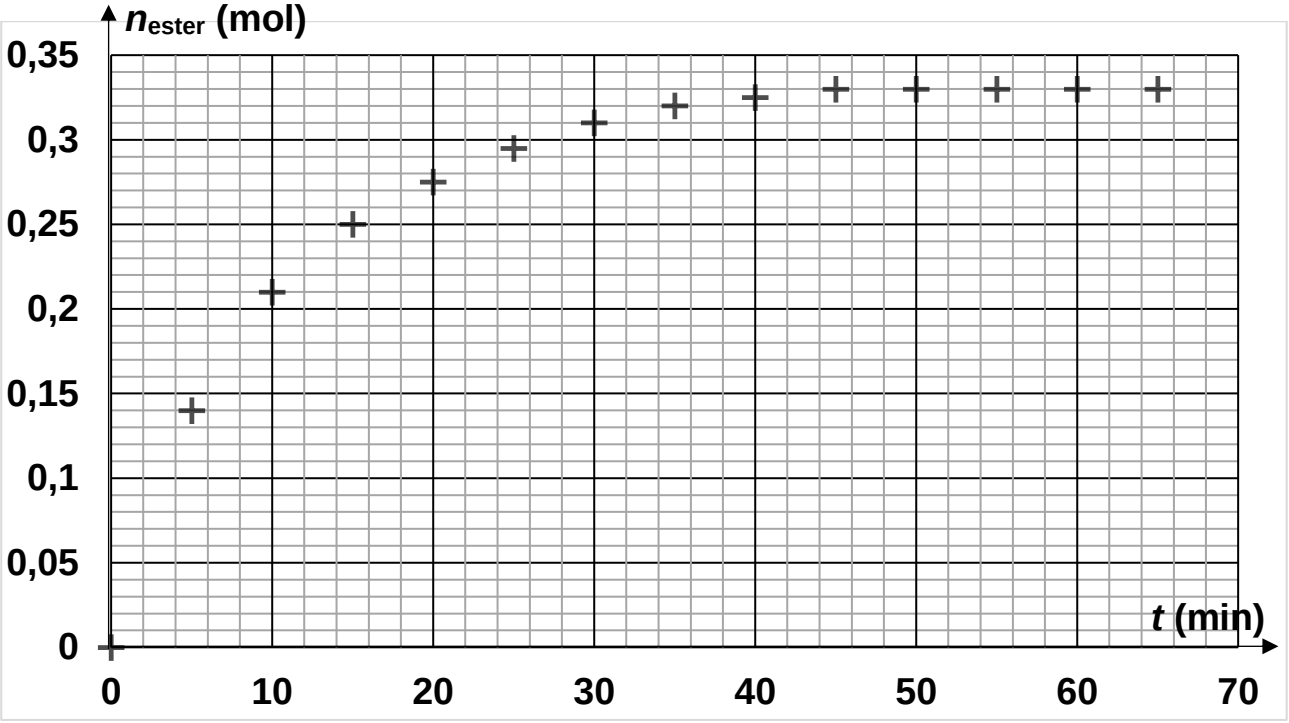

Figure 2 : Évolution de la quantité de matière d'ester formé au cours du temps
- Tracer l'évolution de la quantité de matière n_{ester} produite en fonction du temps. Le graphique obtenu est présent sur la figure 2 ci-après.
Q8- Calculer la valeur du rendement r de la réaction en utilisant le graphique de la figure 2.